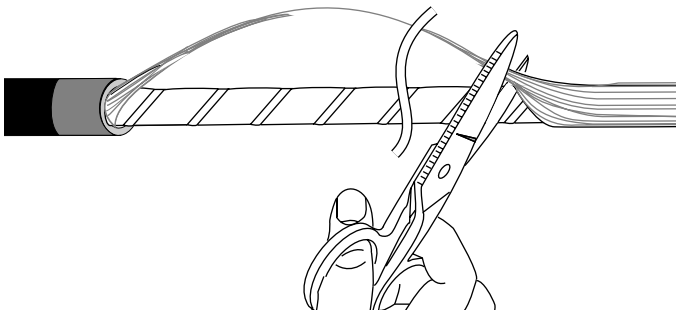

Figure 11
**5.10** Cut the yarn at the 25 cm point with a pair of scissors (Figure 11). Fold the 25 cm length of yarn back out of the way.